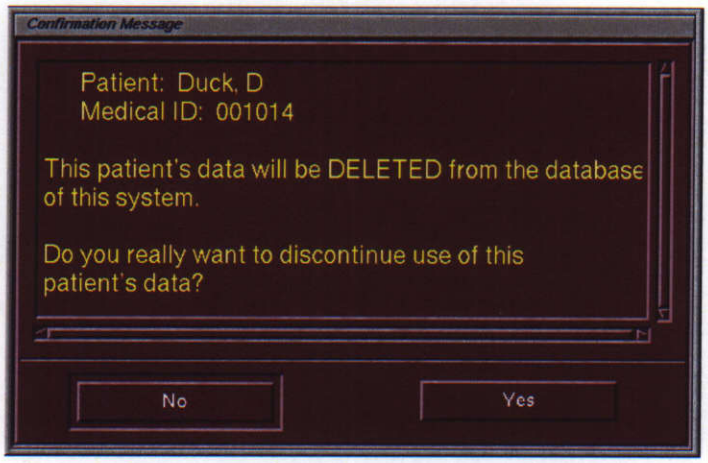

**Figure 5 Discontinue Patient Confirmation Message**
**Step 3.** Click **DISCONTINUE**. The Confirmation Message (*Figure 5 Discontinue Patient Confirmation Message, page 4*) appears. The Confirmation Message asks you to confirm discontinuance of the patient data.